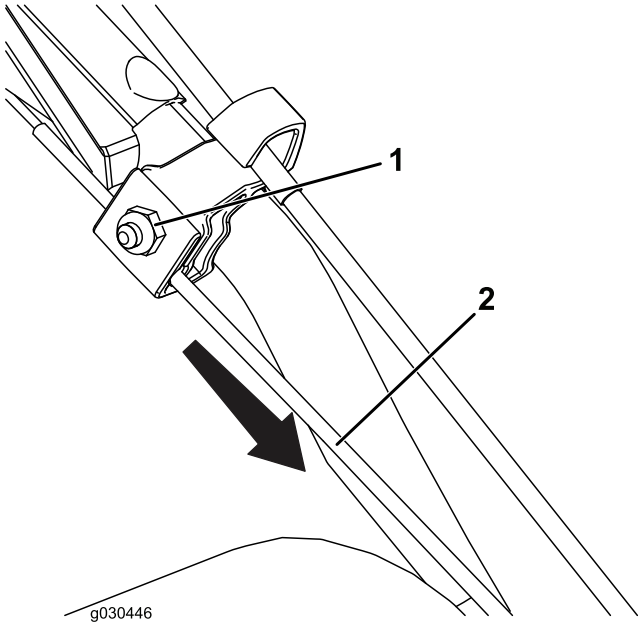

Figur 26
1. Løsne mutteren på den øvre kabelklemmen, men ikke fjern den (Figur 26).
2. Trekk kabelen ned for å fjerne det meste av slakken i kabelen (Figur 26).
3. Trekk til mutteren (Figur 26).